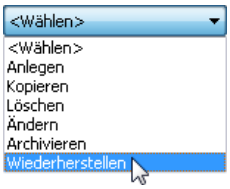

Bild 26.31 – Wiederherstellen eines Logo-Archivs
- Wählen Sie im Listenmenü *Wiederherstellen* (Abb. 26.31).